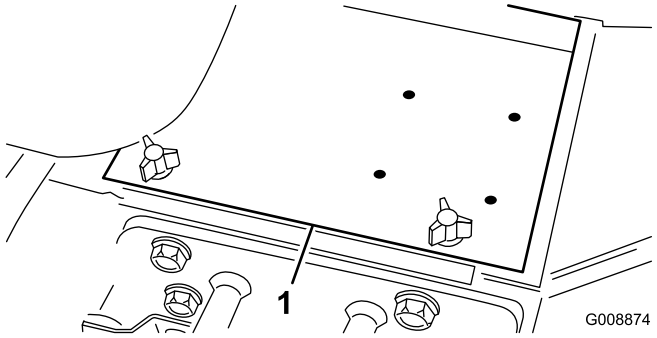

**Figur 3**
2. Ta bort batterikåpan (Figur 3).